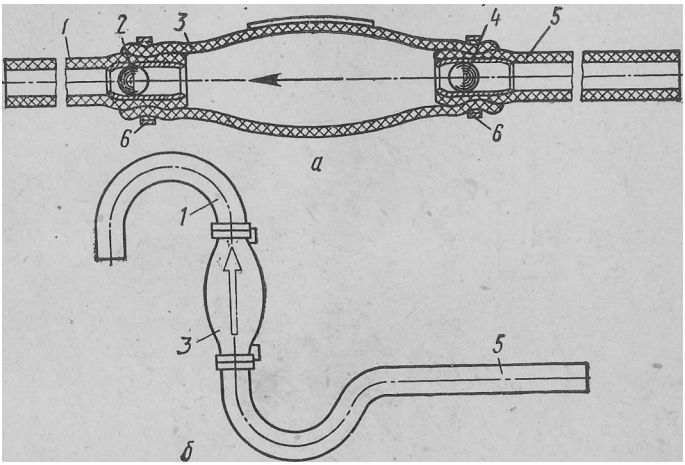

Рис. 126. Насос для ручной перекачки топлива:
В комплект инструментов, прилагаемых к автомобилю, входит насос для ручной перекачки топлива (рис. 126).
1. Опустить конец длинного шланга 5 в перекачиваемое топливо; при этом стрелка, нанесенная на корпусе насоса для указания направления истечения топлива, должна быть направлена острием вверх. Конец короткого шланга / (рис. 126, б) направить в тару, расположенную ниже, в которую переливается топливо.